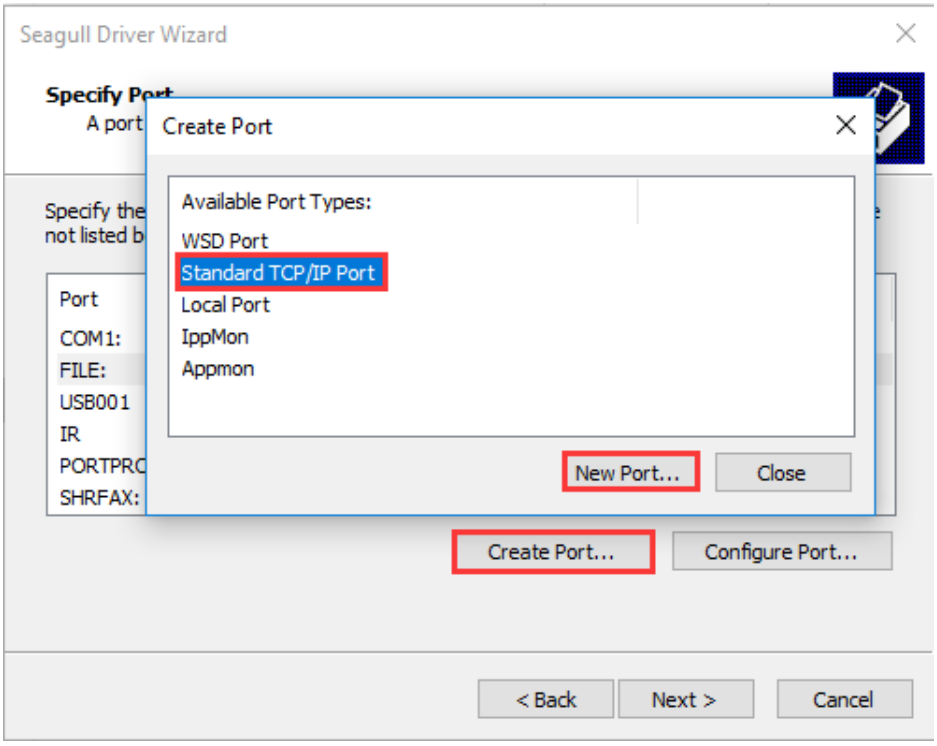

Figure 2-38 Create Port
5. On the "Specify Port" screen, click "Create Port…" to bring up "Create Port" dialog box, select "Standard TCP/IP Port" - "New Port…", as shown in Figure 2-38.